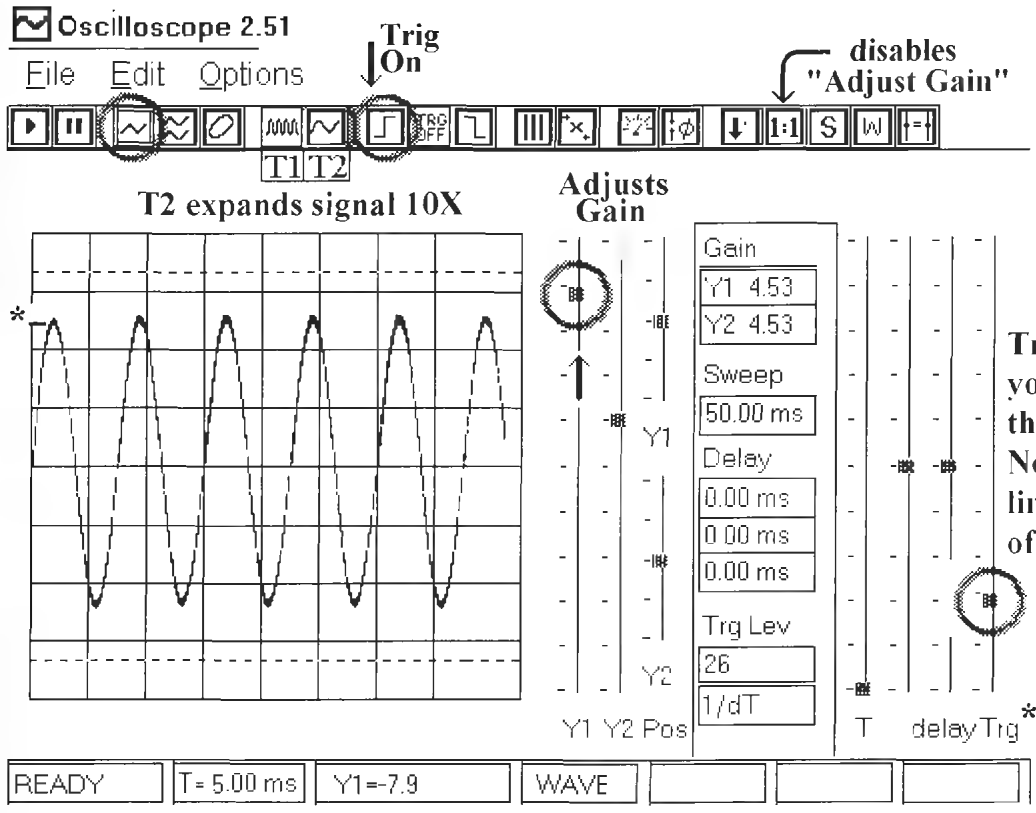

Figure L54-1
a. Hook up your speaker to the test cord, not the one with the voltage divider built in. Plug the test cord directly into the computer sound card microphone input. We are not using the oscilloscope probe. The signal is too small. If we used the voltage divider, it would not register. Use the oscilloscope setup shown here in Figure L54-1.